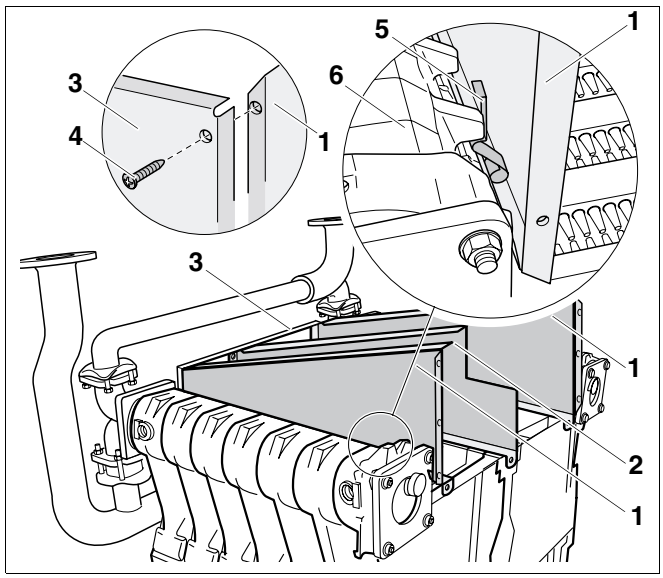

Afb. 37 Zijwanden monteren
- Plaats eerst de ene en dan de andere zijwand (afb. 37, **pos. 1**) in de geleidingsgroef en schroef ze dan met schroeven met vlakke kop 3,9 x 9,5 (afb. 37, **pos. 4**) aan de voorwand (afb. 37, **pos. 3**).
- Plaats de clipmoeren M6 (in functie van de grootte van de ketel 5 of 7 stuks) op de betroffen uitsparingen van de zijwanden (afb. 37, **pos. 1**) en van de middenwand (afb. 37, **pos. 2**).
- Schuif de vier veren (afb. 37, **pos. 5,** twee links, twee rechts) tussen de zijwanden (afb. 37, **pos. 1**) en het ketelblok (afb. 37, **pos. 6**).
Wanneer de veren niet correct gemonteerd werden, kunnen er rookgassen uit de rookgasverzamelaar ontsnappen en in de opstellingsruimte terecht komen (vgl. afb. 37, **pos. 5**, pagina 36).